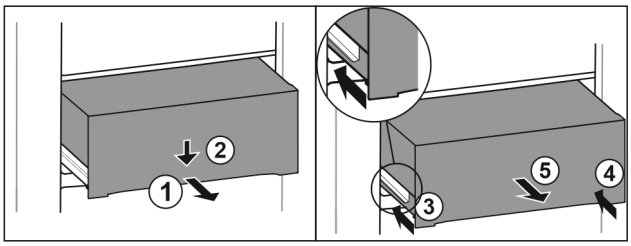

Fig. 189
▶ Tirer le tiroir jusqu'à mi-chemin. *Fig. 189 (1)*
▶ Appuyer sur l'avant du tiroir vers le bas. *Fig. 189 (2)*
▶ Insérer le rail gauche d'env. 2 cm. *Fig. 189 (3)*
▶ Insérer le rail droit d'env. 2 cm. *Fig. 189 (4)*
▶ Retirer le tiroir par l'avant. *Fig. 189 (5)*